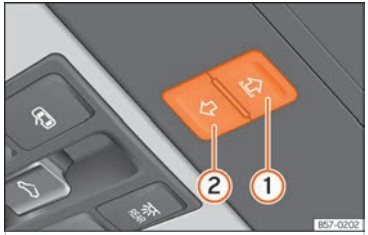

Fig. 68 Al revestiment interior del sostre: botó de funció per controlar la cortineta para-sol.
- Si encara no es pot tancar, abans que passin 5 segons, premeu la tecla ››› fig. 68 ② fins que la cortineta es tanqui del tot. **La cortineta es tanca sense que hi intervingui la funció antiatrapament!**